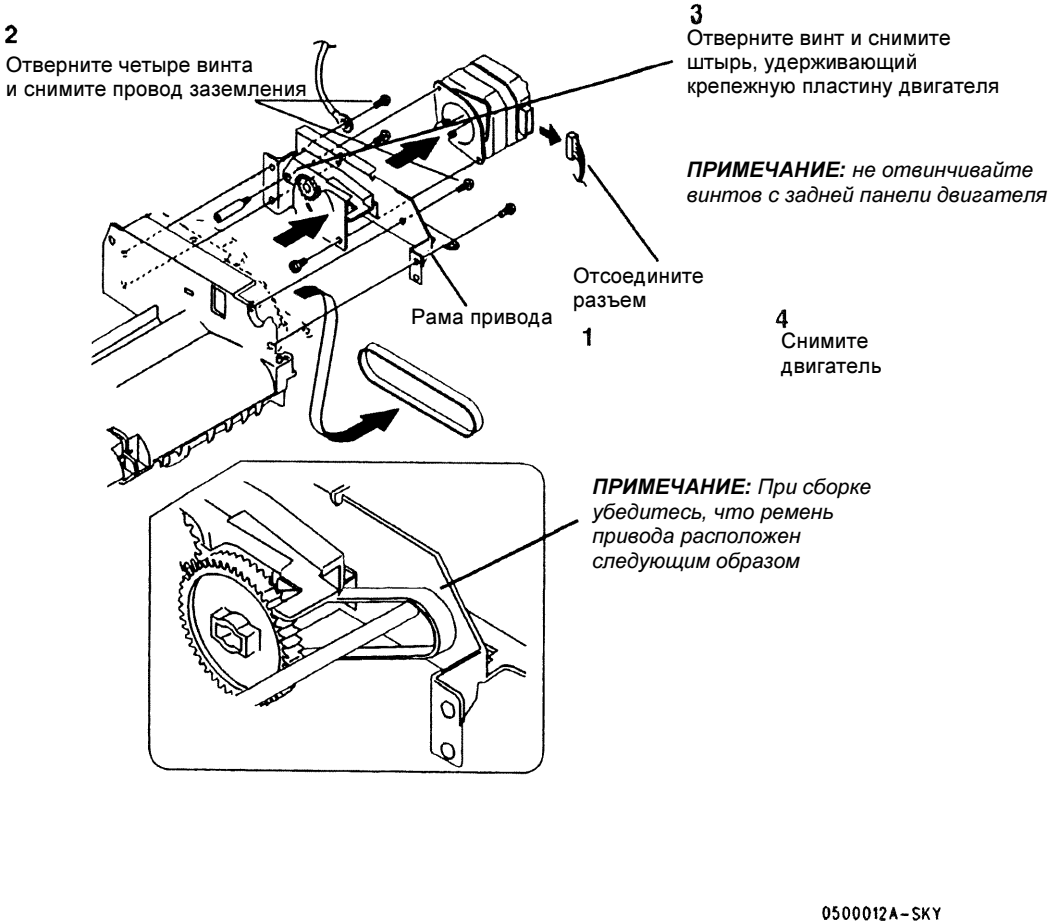

Рисунок 5. Снятие двигателя привода SDF
5. (Рисунок 5): Снимите двигатель привода SDF